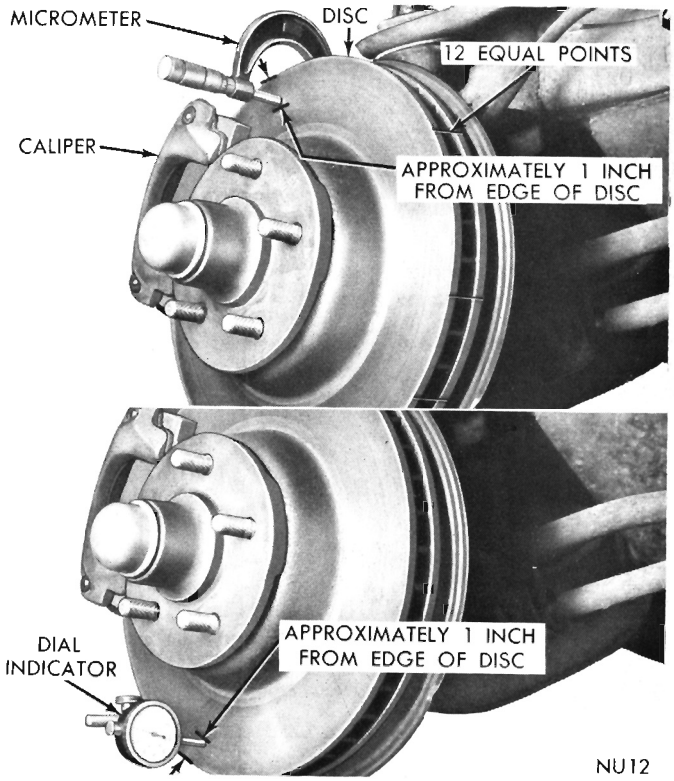

Fig. 19—Checking Braking Disc Run-out and Thickness
(1) Mount dial indicator C-3339 on steering arm with plunger contacting disc approximately one (1) inch from edge of disc. (Fig. 19).
(2) With wheel bearings adjusted to zero end play, check lateral runout. (Both sides of disc). Runout should not exceed .0025 inch. If runout is in excess of specification, install a new disc and hub assembly or reface disc, being careful not to remove more than .015 inch from each side of disc. Be sure and readjust wheel bearings after check.
(3) Thickness variation of disc should be made in conjunction with runout. Measure thickness of disc at twelve (12) equal points with a micrometer at a radius approximately one (1) inch from edge of disc. If thickness measurements vary by more than .0005 inch, disc should be removed and a new disc and hub assembly installed. (Fig. 19).